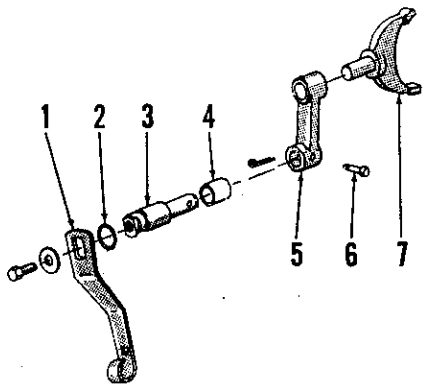

Fig. 311–Exploded view of PTO shift linkage for both single speed and 2-speed PTO models. Refer also to Figs. 309 and 310.
On both the single speed and 2-speed PTO models, speed shift lever can be moved only when engine is not running. Refer to Fig. 311 for exploded view of the linkage. After removing front cover as outlined in paragraph 274, the linkage can be removed by removing pin (6), sliding the shaft (3) out of housing, then removing arm (5) and fork (7). Bushing (4) in transmission housing can be renewed if necessary. Install new sealing "O" ring (2), lubricate ring with petroleum jelly and reassemble by reversing disassembly procedure.